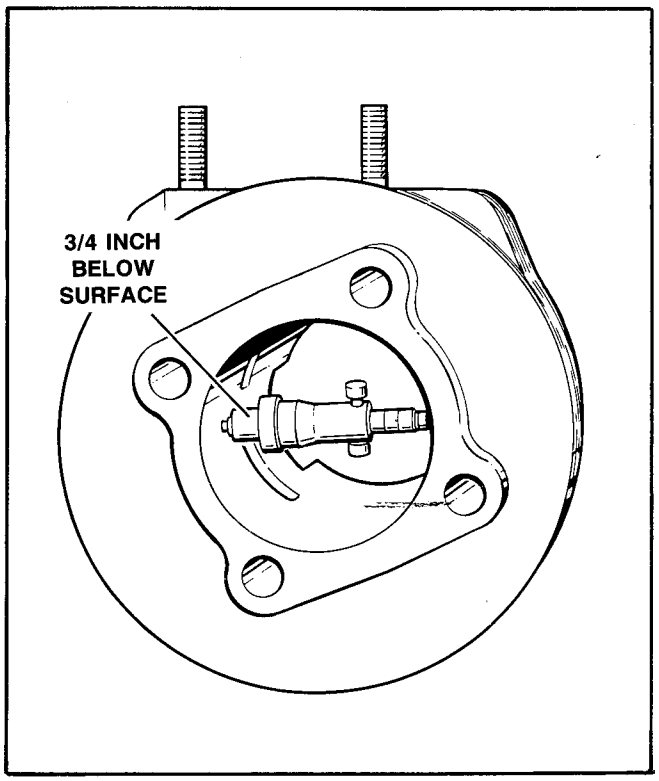

Figure 51 – Cylinder Bore Measurement
b. See Figure 51. Take cylinder bore measurement 3/4 in. from top of bore, measuring from front to rear, then left to right. Record the measurements.